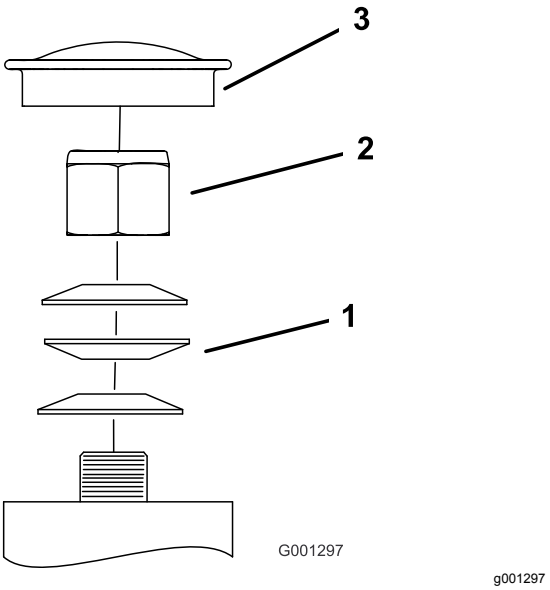

Figuur 79
3. Verwijder de stofkap van het zwenkwiel en draai de borgmoer aan (Figuur 79).
4. Draai de borgmoer aan totdat de veerringen vlak liggen, en draai deze vervolgens een ¼ slag terug om de voorspanning op de lagers correct af te stellen (Figuur 79).
Belangrijk: **Zorg ervoor dat de veerringen goed zijn geplaatst, zoals getoond in Figuur 79.**
5. Plaats de stofkap (Figuur 79).